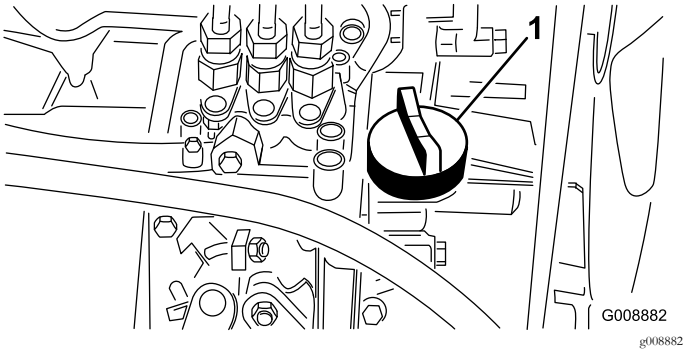

Figur 38
4. Hvis oljenivået er lavt, må du ta av oljelokket (Figur 38) og gradvis helle på små mengder olje, samtidig som du sjekker nivået, til det når opp til Full-merket på peilestaven.